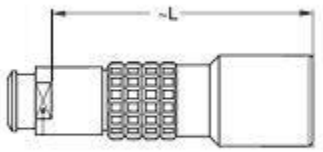

Figure 9.– J5 Connector Overall Length.
25. Using Caliper measure length, L, of EMUPH J5 connector (ILCVR interface), reference Figure 9 below.